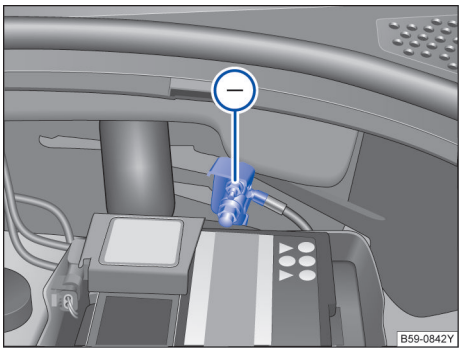

图 217 用于充电器负极连接的接地点
– 将黑色电缆的另一端 Ⓧ 连接到无电蓄电池汽车发动机缸体上的螺栓连接金属部件上或发动机舱内的连接点上→ 图 217，连接点必须尽可能远离无电蓄电池 Ⓐ。
在利用外接电源对车辆蓄电池充电时，请勿将充电器的负极接在蓄电池的负极上，必须连接到发动机壳体上或发动机机舱内的接地点处→ 图 217。